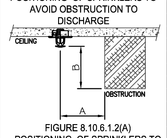

FIGURE 8.10.6.1.2(A)
NFPA 13R TABLE 8.10.6.1.2 + FIGURE 8.10.6.1.2 (A) STANDARD PENDENT AND UPRIGHT SPRAY SPRINKLERS